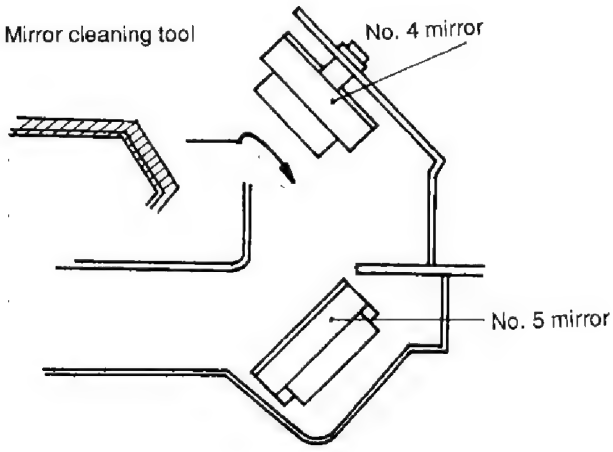

Figure 4-20
2) Detach the lens cover, and insert the mirror cleaning tool as shown in Figure 4-20.